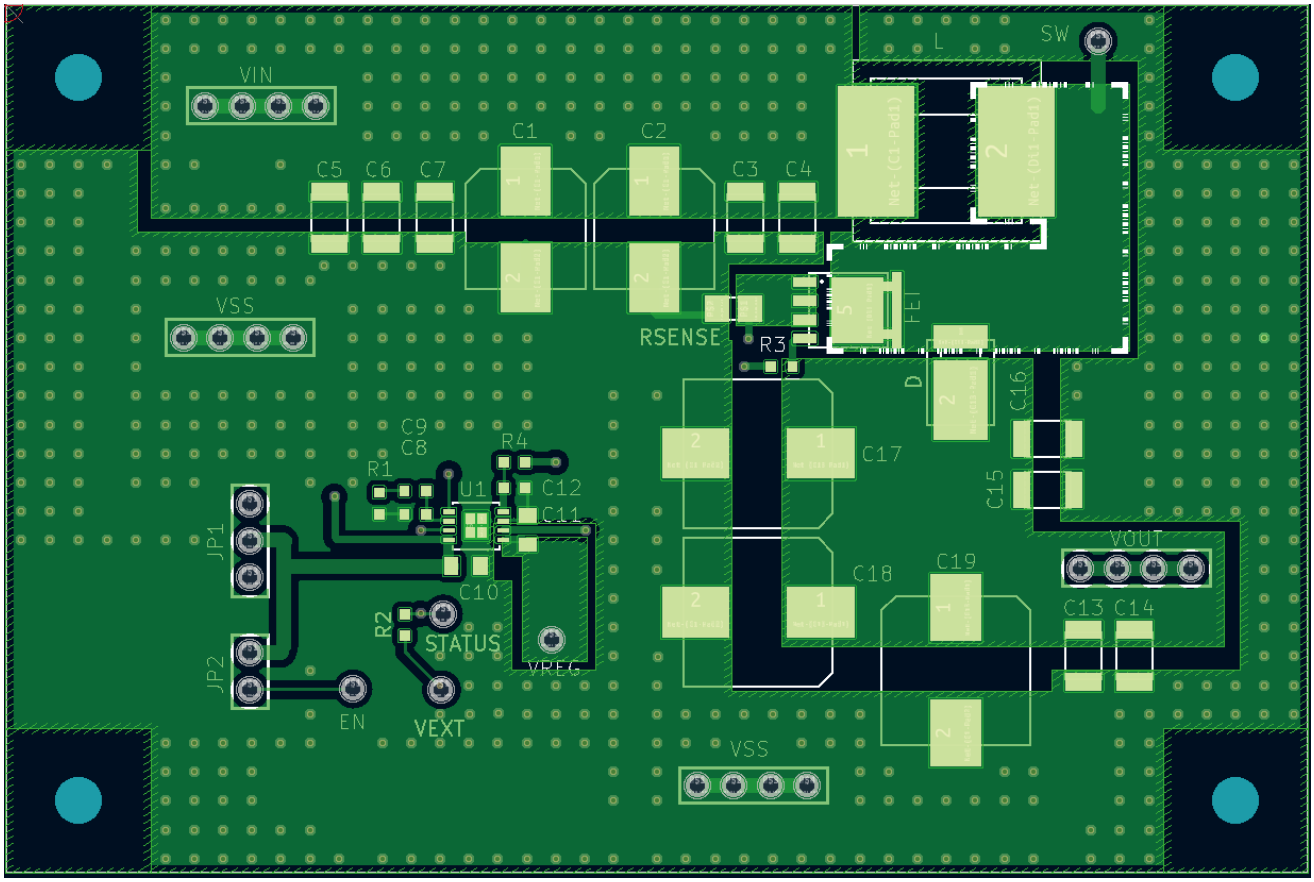

图12　参考基板格式
- 为了降低诱导性高频噪声，请尽量缩小切换节点 (SW) 的布线面积 ("**图12　参考基板格式**" 的点线所示区域)。